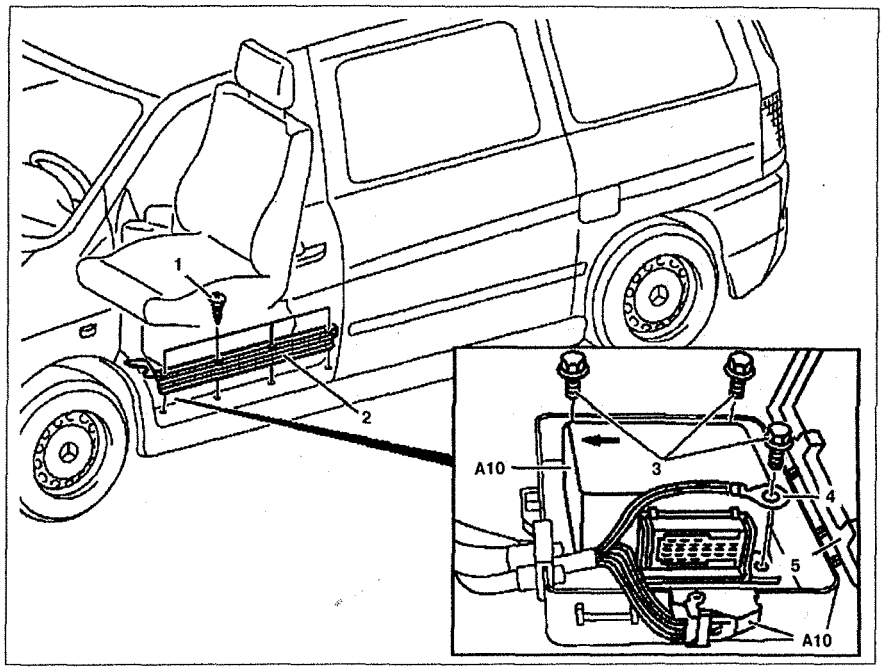

Рис. 8.12. Блок управления подушками безопасности:
2. Открутите болты **1** и снимите крышку **2** (см.рис.8.12).